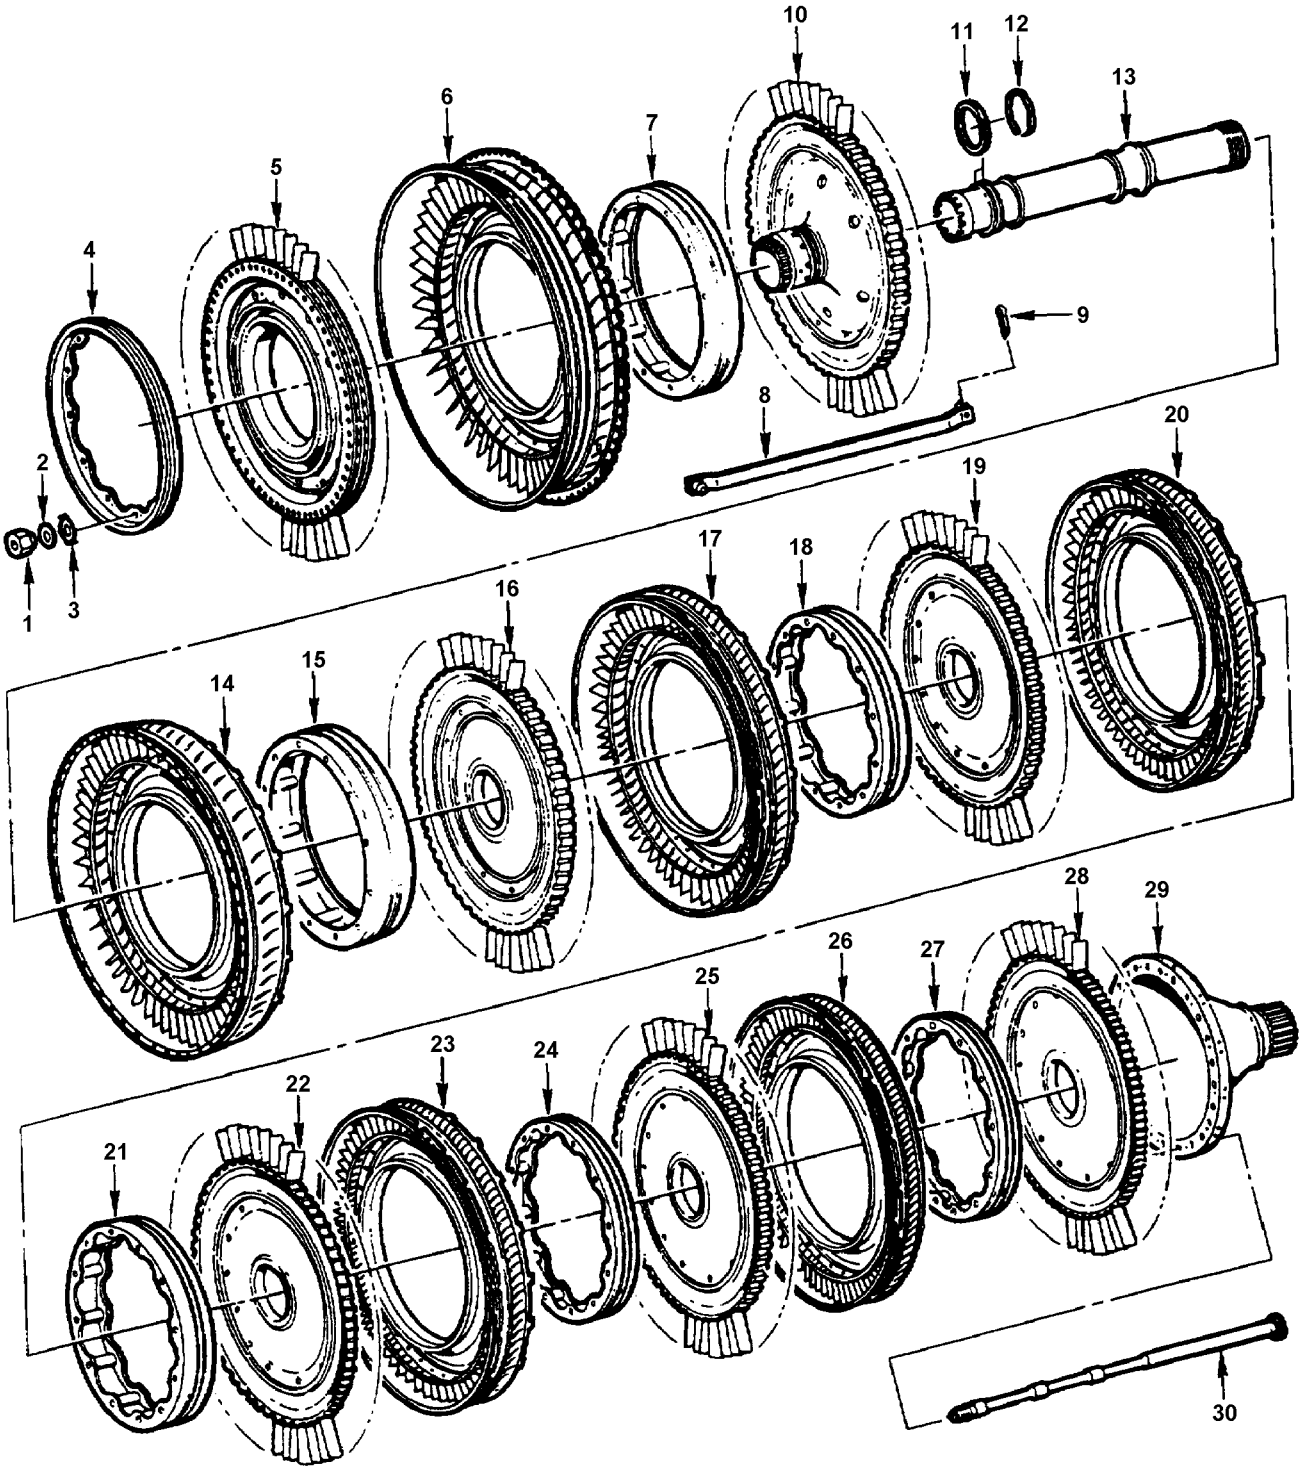

Figure 6. Rotor and Stator Assembly, Rear Compressor – Exploded View (Sheet 1 of 2)
(1) Install rear hub (29, Figure 6) into rear half of balance fixture. Balance bearing fits into recessed area at bottom of fixture.
(2) Adjust jackscrew at bottom of pedestal to contact inner race of balance bearing.